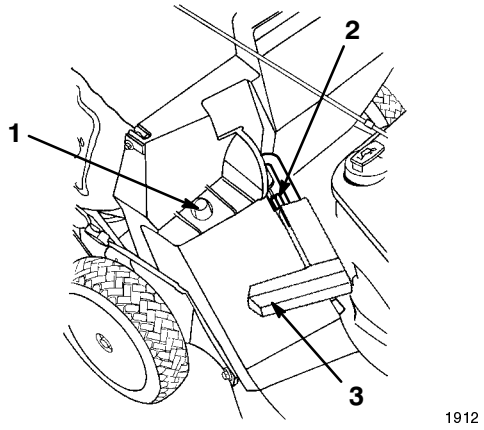

Figure 19
2. Ensure that the discharge door handle is fully forward and the pin is contacting the catch (Fig. 19).
3. Slide the hole in the bag frame onto the retaining post on the housing (Fig. 19).
2. Raise the discharge door handle and move it forward until the locking pin contacts the catch (Fig. 19).